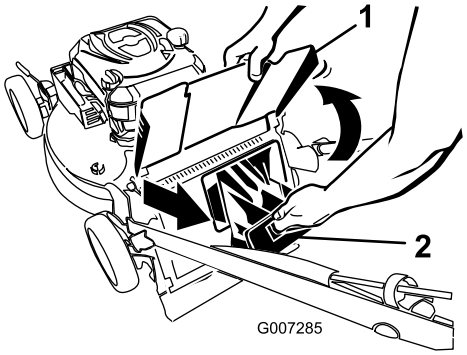

Figur 21
2. Lyft upp utkastarskärmen och håll den upplyft (Figur 21).
3. Dra ut den bakre utkastarpluggen (Figur 21).
2. Dra ut den bakre utkastarpluggen (Figur 21).